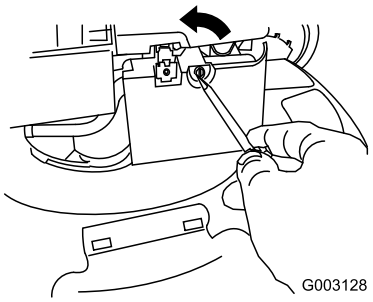

Figur 35
2. Använd en skruvmejsel för att öppna luftfilterskyddet (Figur 35).